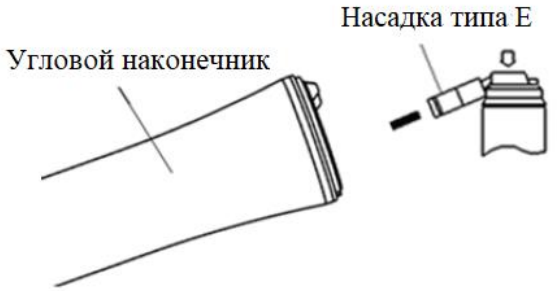

Рисунок 15
4.1.4 Вставьте насадку в заднюю часть углового наконечника. Приложите салфетку к головке наконечника и распыляйте смазку в течение 2–3 секунд. Проверьте салфетку на чистоту. Если салфетка чистая – наконечник готов к автоклавированию. Если салфетка загрязнена – повторяйте распыление до тех пор, пока салфетка не станет чистой. (См. рисунок 15)